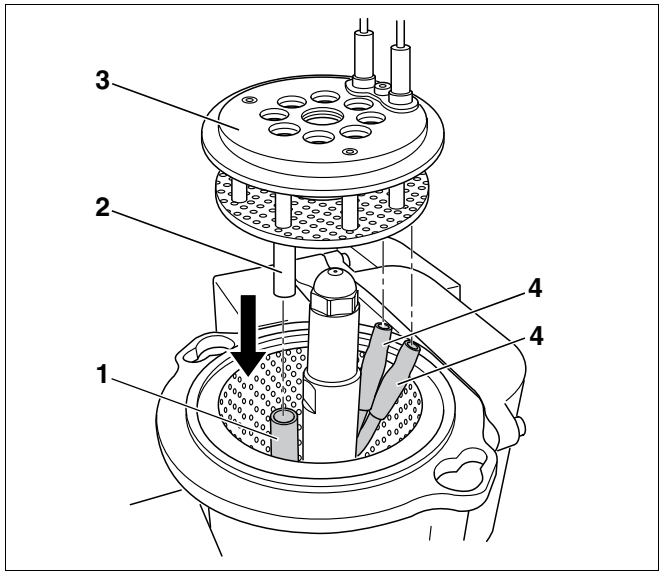

Fig. 50 Montare il sistema di miscelazione
- Rimontare il sistema di miscelazione (fig. 50, **pos. 3**).
- Fissare correttamente le linee di accensione (fig. 50, **pos. 4**).
- Inserire il tubo a vista (fig. 50, **pos. 2**) nel supporto (fig. 50, **pos. 1**).